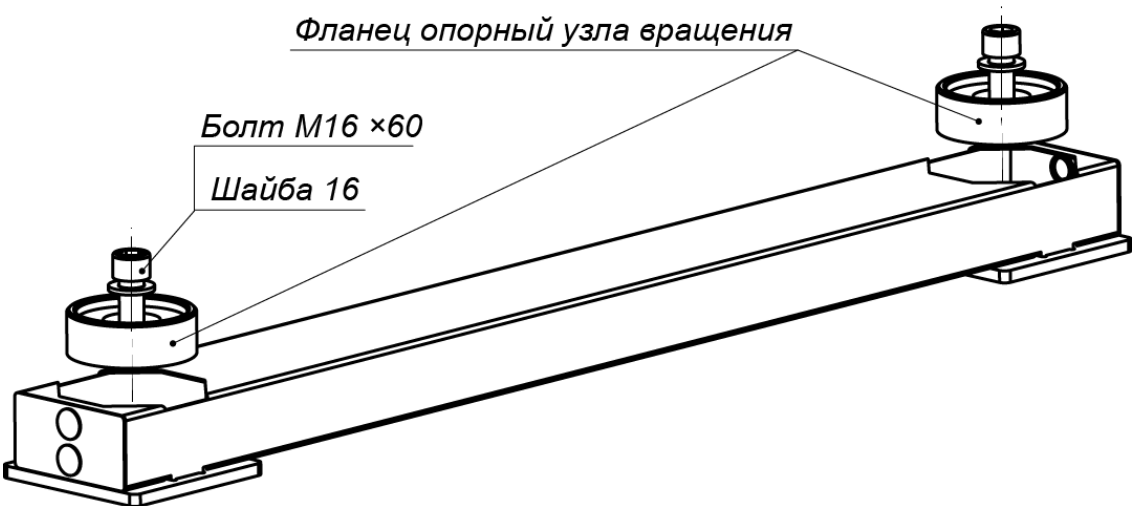

Рисунок 13. Крепление нижней опоры на установочной поверхности
10. Распакуйте нижнюю опору роторов (11) (ящик №6) и установите ее на отверстия с анкерами М16 в установочной поверхности (см. рис. 13). Распакуйте нижние узлы вращения роторов (3) (вставлены в нижнюю опору). В соответствующие места опоры вставьте фланцы опорные узлов вращения роторов и закрепите нижнюю опору на установочной поверхности двумя анкерными болтами М16×60 с шайбами (в комплект поставки не входят).